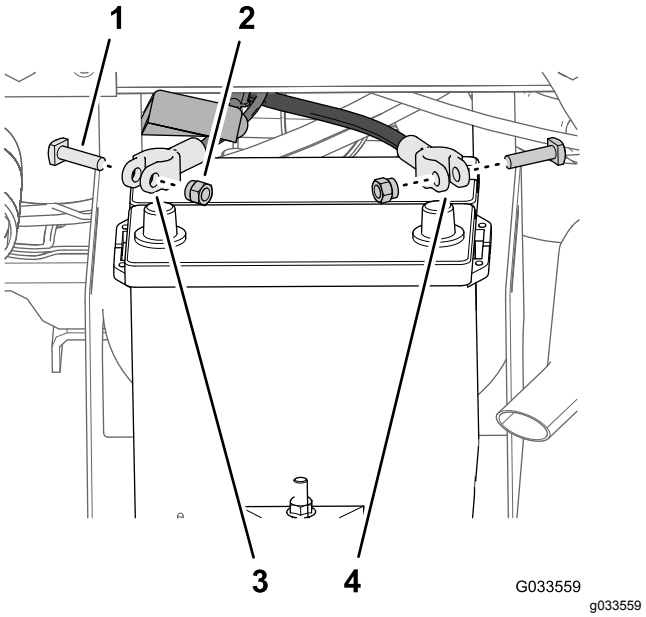

Figur 27
1. Fjern møtrikkerne og T-boltene ved klemmerne på det positive og negative batterikabel (Figur 27).